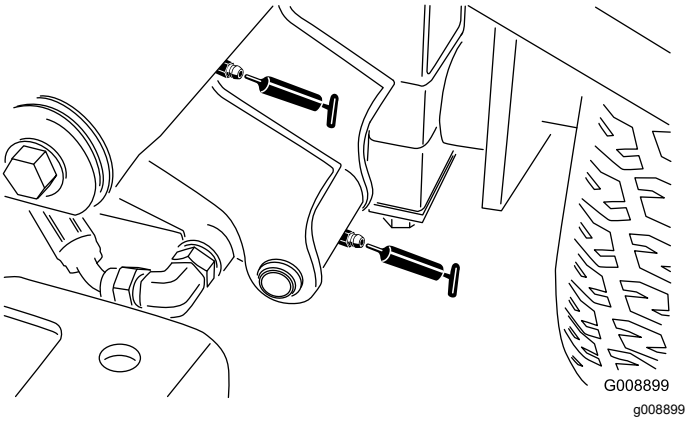

Figura 38
- 2 articulações dos braços de elevação dianteiros esquerdos e cilindro de elevação (Figura 38)